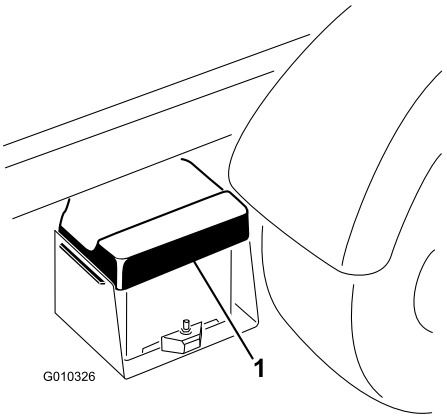

Figur 5
1. Fjern batteridekselet fra batterikassen (Figur 5).